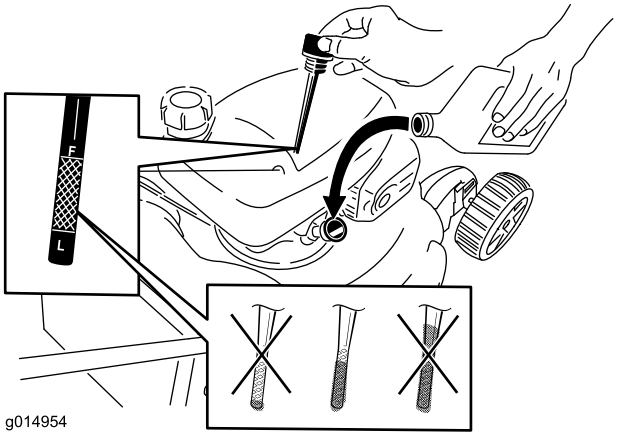

Figuur 37
6. Neem de peilstok uit de vulbuis (Figuur 37).
12. Haal de peilstok eruit en lees het oliepeil af; zie Figuur 37.
- Als het oliepeil te laag is, giet u langzaam een kleine hoeveelheid olie in de vulbuis. Herhaal vervolgens stappen 10 tot 12 totdat het oliepeil juist is; zie Figuur 37.